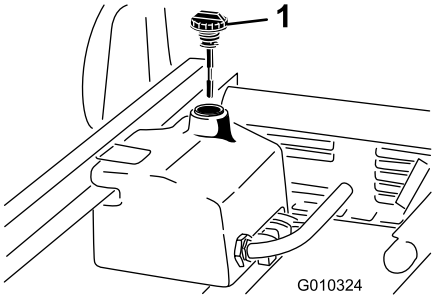

**Figur 19**
1. Gör rent omkring påfyllningsröret och hydraultanklocket (Figur 19).
3. Ta ut oljestickan (Figur 19) ur påfyllningsröret och torka av den med en ren trasa.